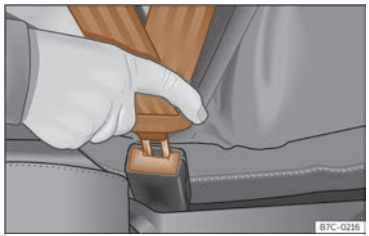

Abb. 18 Schlosszunge des Sicherheitsgurts in das Gurtschloss einstecken.
- Schlosszunge fest in das zum Sitzplatz gehörende Gurtschloss stecken ››› **(Abb. 18)**.